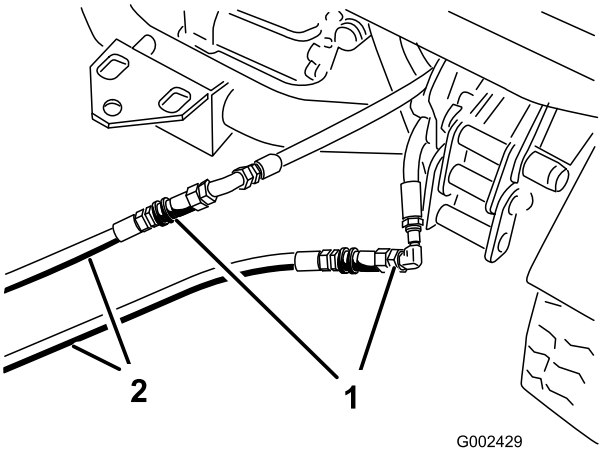

Figur 93
3. På den maskine, der ikke fungerer: Forbind de to startslanger med slangerne, der blev frakoblet (Figur 93).